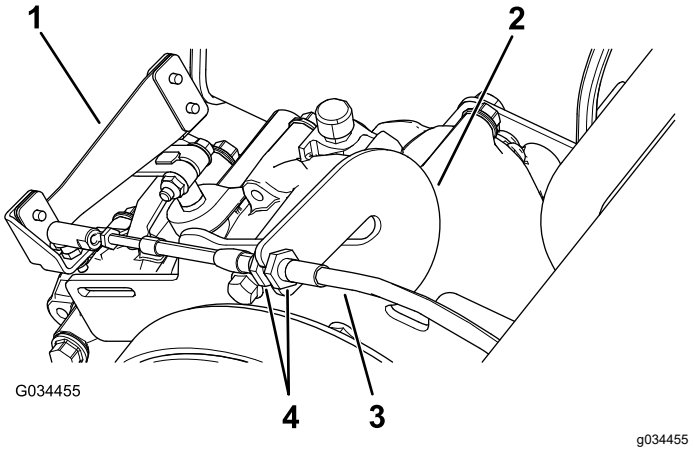

Figur 60
1. Løsne låsemutterne på girkabelen, og juster dem etter behov (Figur 60).
2. Test girspakens stilling ved å rotere girspaken til tre ulike stillinger, og kontroller om girspaken (Figur 60) kobles riktig når du skifter gir. Se Girspak og girspakindikator (side 13).